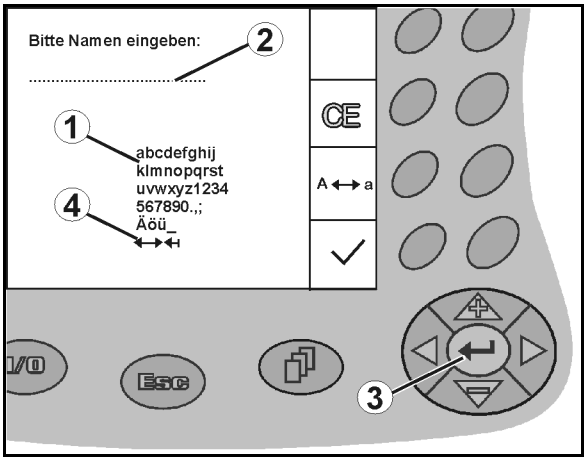

Fig. 12
If it is necessary to enter texts or numbers on the AMATRON+, the input menu (Fig. 12) appears.
In the lower part of the display, a selection field (Fig. 12/1) appears with letters, numbers and arrows which can be used to compose the input line (Fig. 12/2).
, , , Choose letters or numbers in the selection field (Fig. 12/3).
- Confirm the selection (Fig. 12/3).
The arrows ↔ in the selection field (Fig. 12/4) allow movement in the text line.
The arrow ⇤ in the selection field (Fig. 12/4) deletes the last entry.